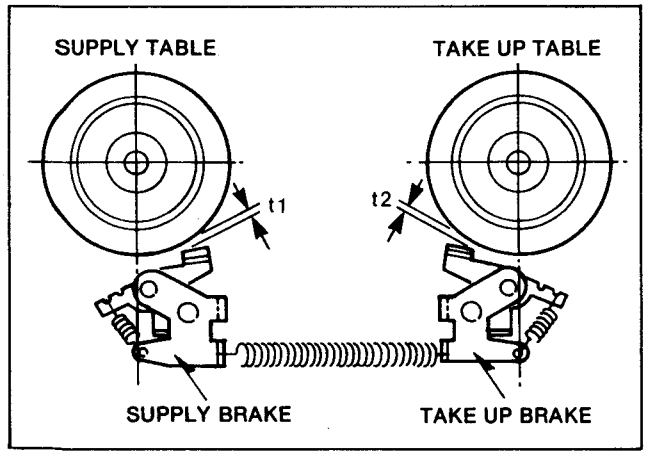

Figure M27
3. Adjust the position of the Brake Solenoid so that the gap "t1" and "t2" between Supply & Take−up Table and Supply & Take−up brake is 0.5mm+−0.2mm. (Figure M27)